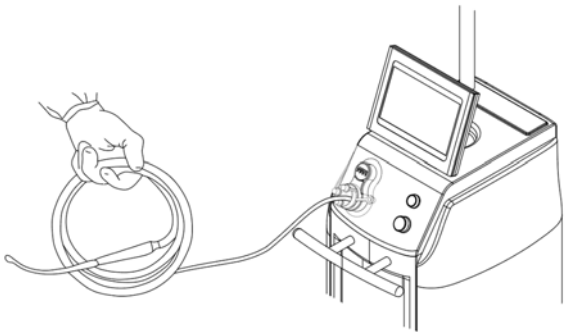

Figure 29 To Gather Suction Tubing
a. With suction active, gather the suction tubing toward the manifold port to purge the tubing of fluid waste. DO NOT remove any attached suction tubing from the manifold (Figure 29).